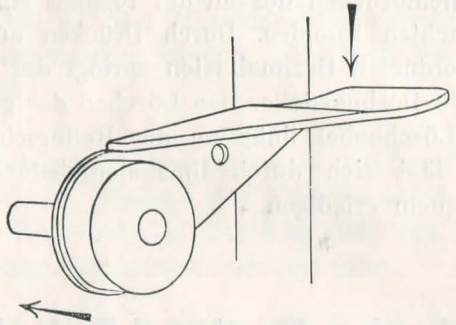

Abb. 11
2. Setzen des Reiters: Durch **Hinein**drücken der an der rechten Maschinen-Vorderwand sichtbaren Kolonnenstellertaste (Abb. 11) stellen sich die Reiter auf der an der Rückseite der Maschine angebrachten Reiterschiene ein und hemmen den Wagenlauf an der gewünschten Stelle.
3. Betätigung des Kolonnenstellers: Beim **Nieder**drücken der Kolonnenstellertaste (Abb. 11) springt der Wagen bis an die Reiterstellungen.